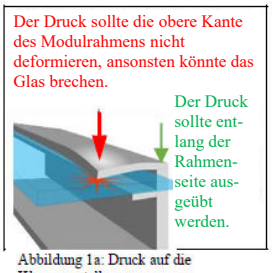

Abbildung 1a: Druck auf die Klemmenstellen
1) **Druckklammern oder -klemmen:** Montieren Sie das Modul mithilfe der Klemmen an den Längsseiten des Moduls. Die zulässigen Bereiche finden Sie in Abschnitt 5.0 (Anhang). Installateure müssen sicherstellen, dass die Klemmen ausreichend stark sind, um den maximalen Auslegungsdruck des Moduls zuzulassen. Klammern und Klemmen werden nicht von Maxeon Solar Technologies bereitgestellt. Die obere Seite der Klemmen sollte die oberen Kanten des Rahmenprofil nicht deformieren. Der Druck auf den Klemmen sollte entlang der Längsseite des Rahmenprofils ausgeübt werden. Klemmen und Installationsverfahren, die zu viel Druck auf die oberen Rahmenkante ausüben, können das Modul und den Rahmen verformen, wodurch die Garantie entfallen würde. Abbildung 1a zeigt im Detail, wie ein möglicher Schaden aussehen könnte. Montieren Sie in den ersten 50 mm ab der Modulecke keine Klemmen, damit es nicht zu einer Deformation oder einem Glasbruch kommt. Der Druck beim Klemmen darf nicht höher als 15 Nm sein, um Verformungen zu vermeiden. Ein kalibrierter Drehmomentschlüssel muss verwendet werden. Die Kompatibilität der Montagesysteme sollte vor der Installation geprüft werden, insbesondere wenn für das System keine Klammern oder Klemmen verwendet werden. Wenden Sie sich an Maxeon Solar Technologies, wenn Sie nicht standardmäßige Druckklammern oder -klemmen verwenden möchten, bei denen die Drehmomentwerte höher als die angegebenen sind.